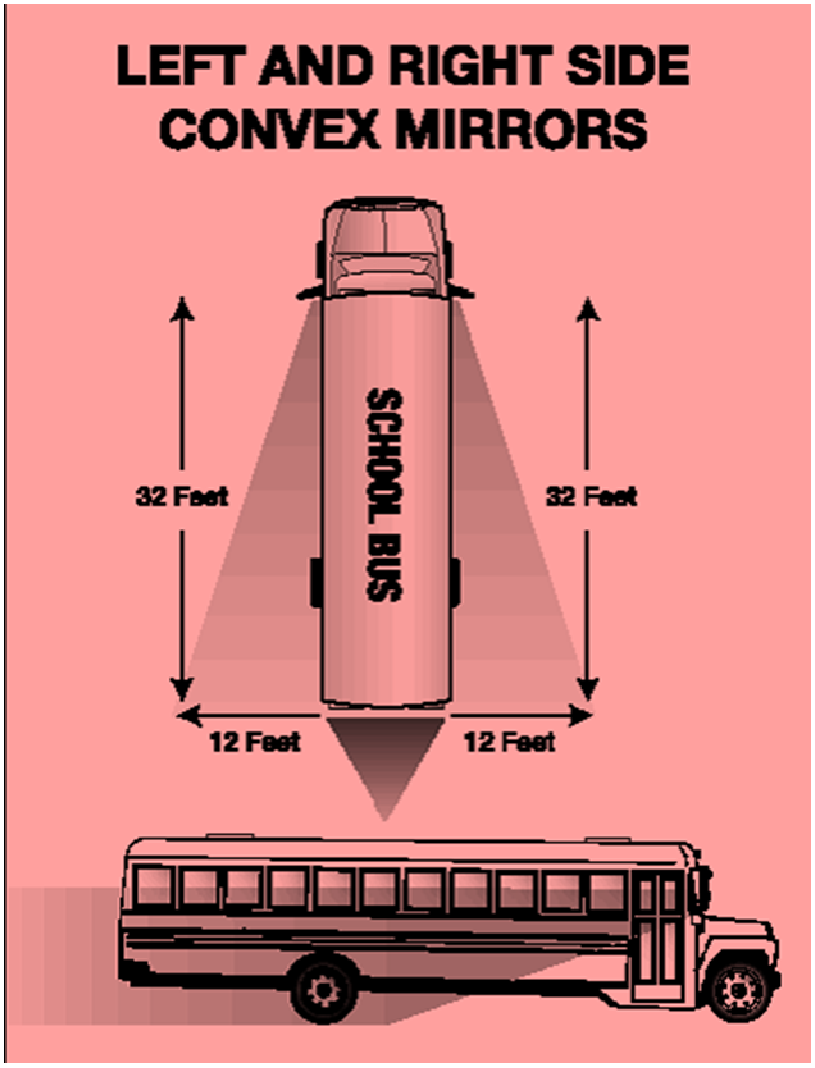

Figure 10.3
- Figure 10.3 shows how both the outside left and right side convex mirrors should be adjusted.